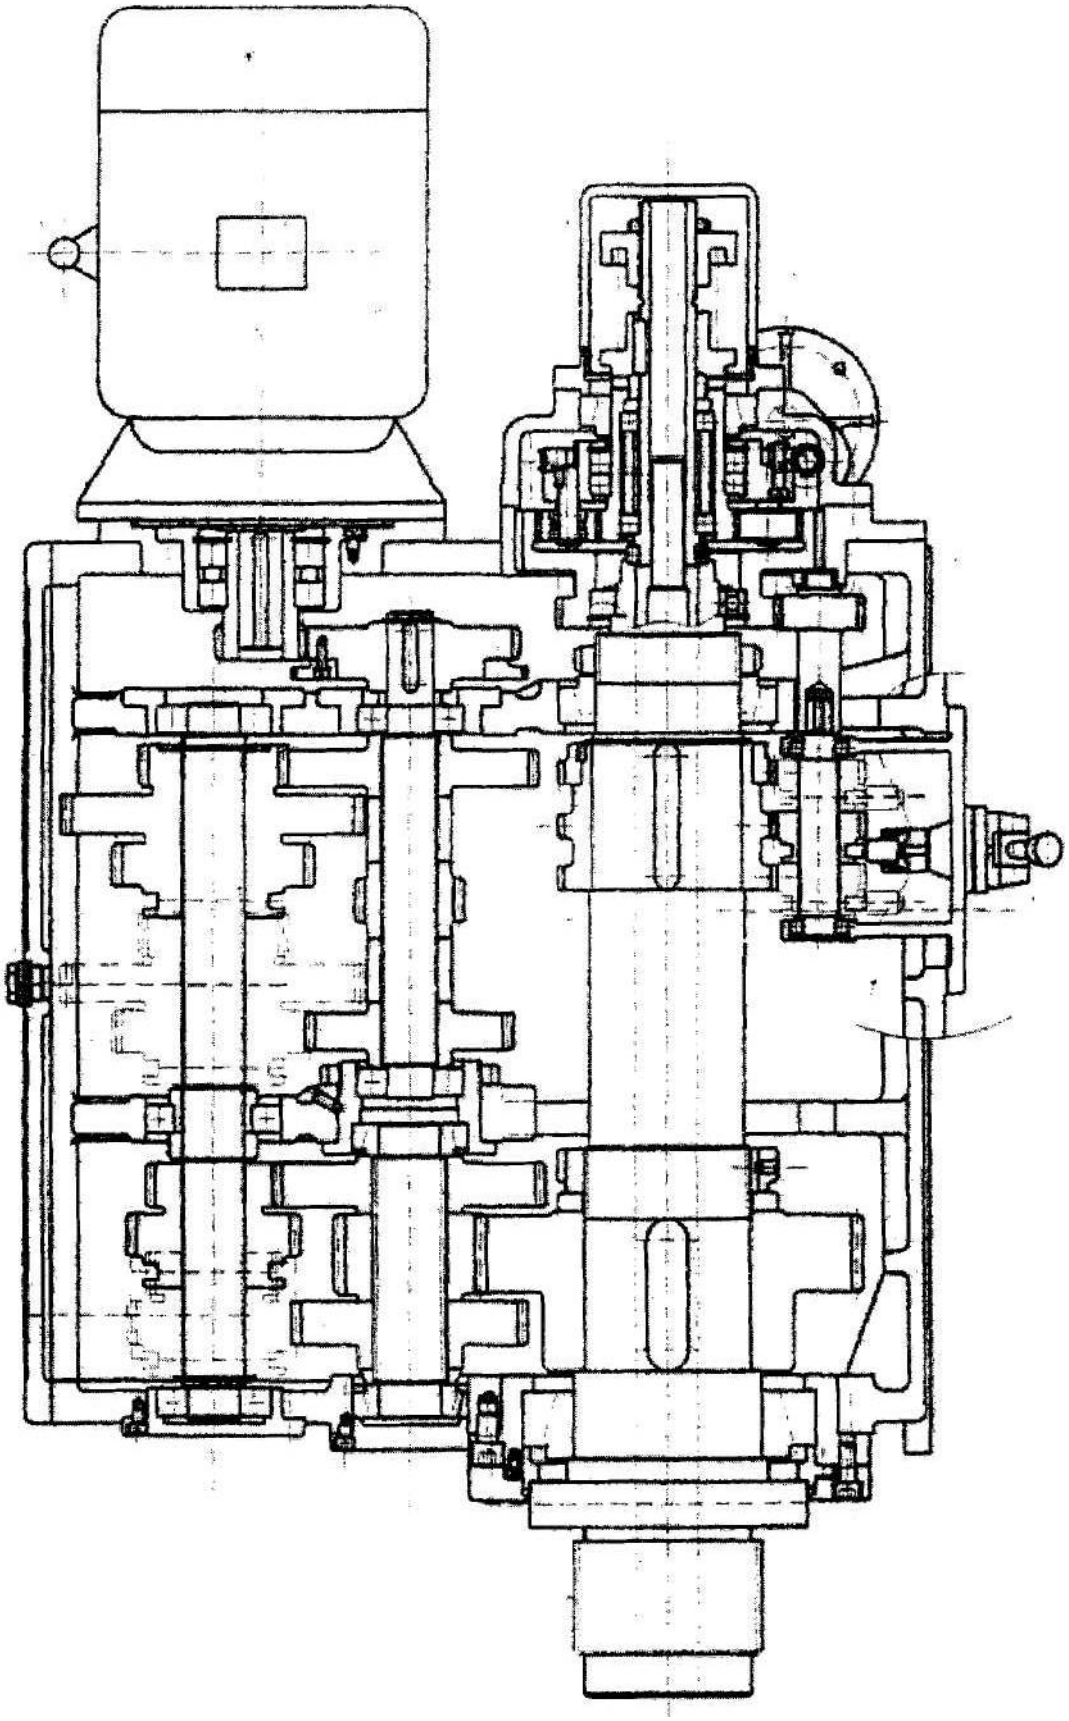

Рис. 5 — Чертеж механического привода планшайбы
4.1 Рис. 5 — Чертеж механического привода планшайбы